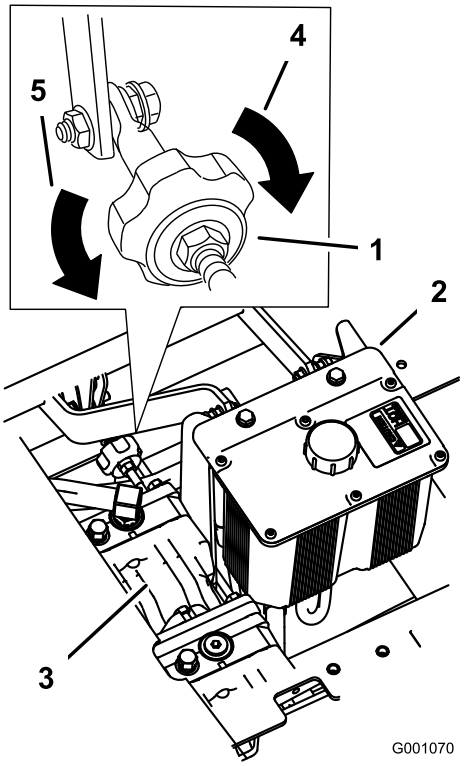

**Figuur 60**
4. Als de machine naar links trekt, draait u de knop naar de rechterkant van de machine. Zie Figuur 60.
5. Als de machine naar rechts trekt, draait u de knop naar de linkerkant van de machine. Zie Figuur 60.